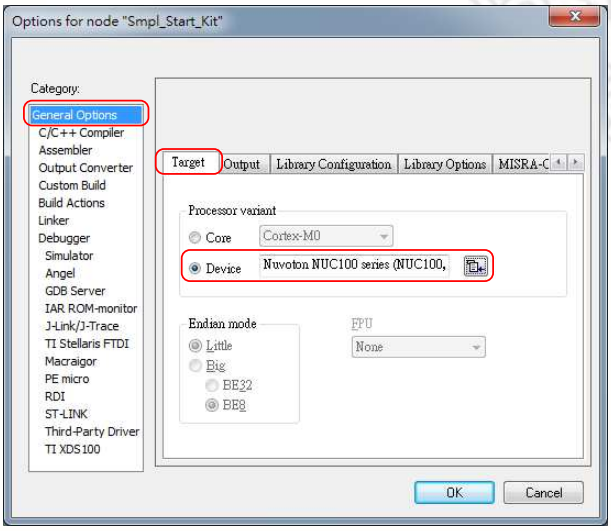

Figure 4-14 IAR EWARM Target Chip Selection
Step 3: In the **Target** tab of the **General Options** page (through invoking **Project** → **Options**), click the button in the right of the **Device** option (make sure the **Device** option is enabled), and select "**Nuvoton** → **Nuvoton NUC100 series**" as the target chip (NUC100 series is this case), as shown in Figure 4-14.